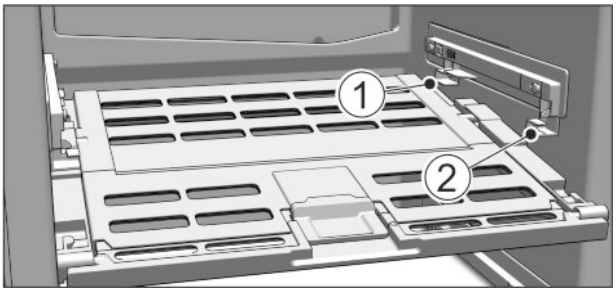

Fig. 10
▶ Mettre en place le couvercle du compartiment Fruit & Vegetable : Introduire les rainures du couvercle en bas dans le support arrière *Fig. 10 (1)* et les insérer dans le support *Fig. 10 (2)*.